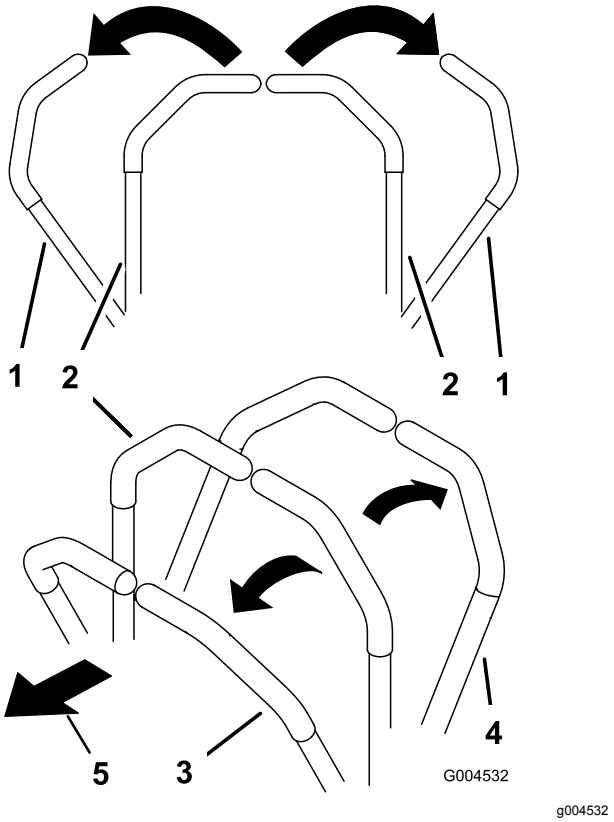

図 20
- 前方への直進走行両方のレバーをゆっくりと前に押す図 20。
- 後方への直進走行両方のレバーをゆっくりと後に引く図 20。
- 旋回両方のレバーを手前に引いて走行速度を落とし、曲がりたい方向と反対側のレバーを押す (図 20)。